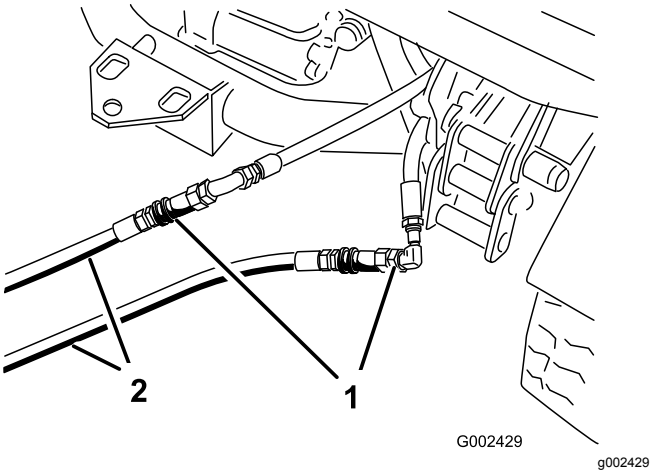

**Figur 84**
3. Koble de to forbindelsesslangene på den deaktiverte maskinen til slangene som ble koblet fra (Figur 84).